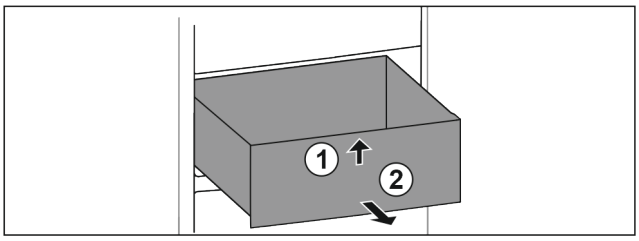

Fig. 63
▶ Ridicați sertarul în față. *Fig. 63 (1)*
▶ Extrageți sertarul spre înainte. *Fig. 63 (2)*